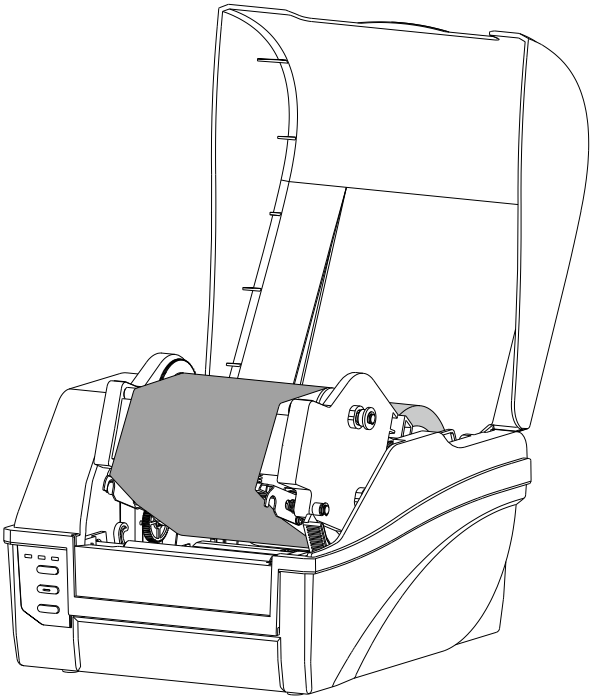

Figure 2-14 Load the Media
3. Position the media roll in the middle of the Spindle, using the ruler on the Media Spindle for alignment, see Figure 2-14.